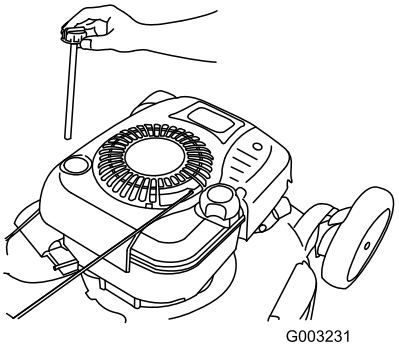

Figur 35
2. Ta bort oljestickan (Figur 35).